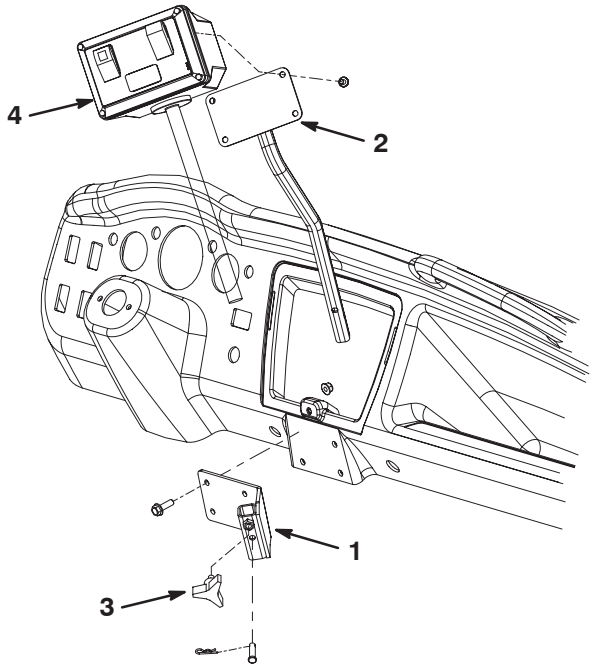

Figure 9
1. Mount the receiver assembly to the Workman vehicle dash with (4) 5/16–18 x 1 in. capscrews and nuts. Position the components as shown in figure 9.
2. Mount the controller box to the mounting assembly with (4) screws (Fig. 9).
3. Insert the mounting assembly tube into the receiver and secure with a clevis pin and cotter pin (Fig. 9).
4. Thread the knob into the receiver to tighten the tube (Fig. 9).